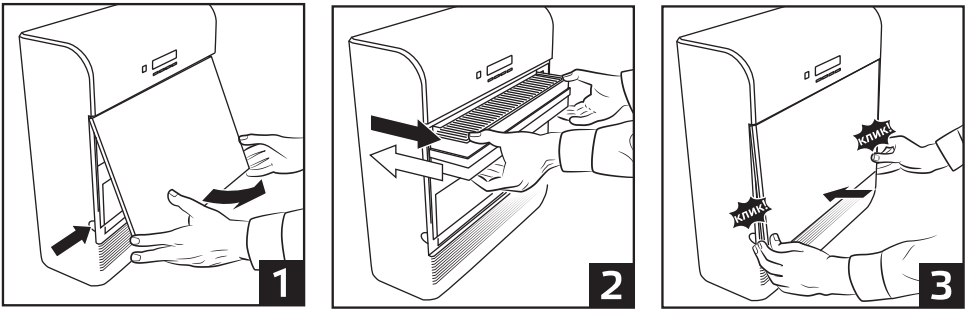

Рис.8. Снятие и установка сервисной панели
1) Нажмите на фиксаторы слева и справа по направлению друг к другу, освободив нижние углы панели, и потяните панель по направлению на себя, преодолевая усилие магнитного фиксатора, расположенного внизу по центру сервисной панели (рис. 8, изобр. 1).
2) Извлеките базовый фильтр (рис. 8, изобр. 2) и через образовавшуюся нишу убедитесь в равномерном прилегании уплотнительного кольца на тепло-шумоизоляционной трубе к уплотнению входного отверстия устройства.
3) Установите базовый фильтр на место (рис. 8, изобр. 2).
4) Установите на место сервисную панель. Убедитесь в срабатывании правого и левого фиксаторов (рис. 8, изобр. 3).